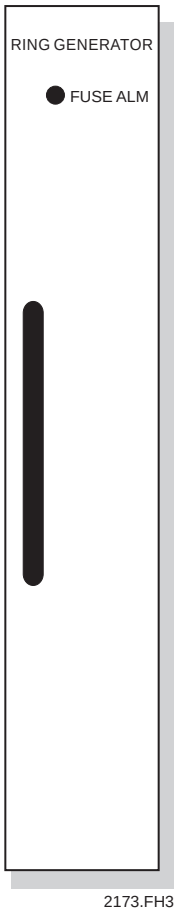

***Figure 5-16. Ring Generator Front Panel***
***Front Panel Controls and Indicators.*** There are no front panel controls. The FUSE ALM LED, that illuminates RED if the unit fuse blows, is the only front panel indicator. Refer to **Figure 5-16** for an illustration of the front panel.